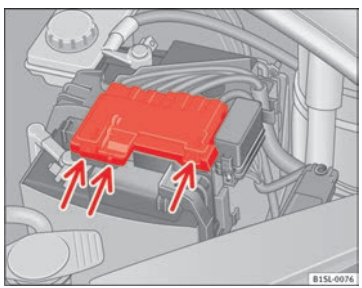

Fig. 118 Dans le compartiment moteur : retirez le couvercle de la batterie du véhicule.
- Appuyez sur les languettes ⇒ fig. 118 (flèches) dans le sens des flèches et retirez vers le haut le cache de la batterie.